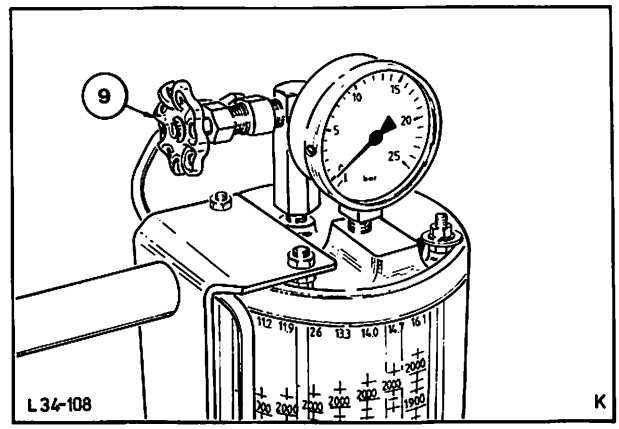

Abb. 26 Füllventil (9)
Sollte der Flaschendruck zum Füllen des Zylinders nicht ausreichen, kann das sich im Zylinder aufbauende Druckpolster durch Öffnen der Ventile (9), Abb. 26, und (6) oder (7) abgelassen werden. Dann strömt weiter flüssiges Kältemittel nach.